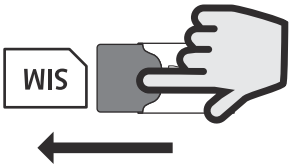

Fig. 32
3. When the other side of the nano SIM sticks out of the SIM holder on the left side carefully use your index finger to slide the nano SIM out of the holder, **Fig.32**.